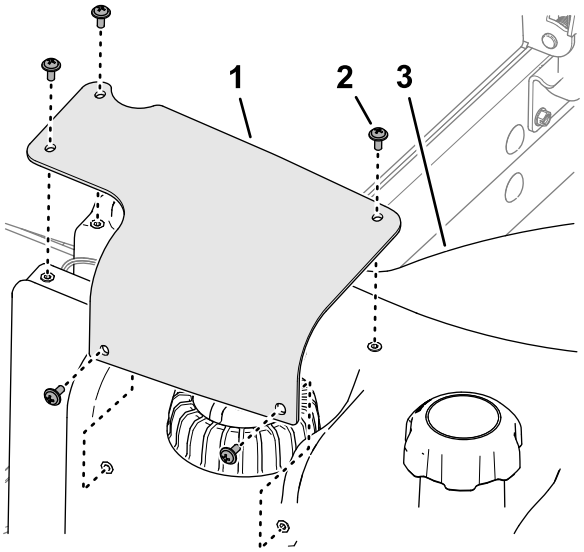

Figuur 87
2. Verwijder de 5 kruiskopschroeven waarmee de kap van de brandstofsensor is bevestigd aan de brandstoftank, en verwijder de kap (Figuur 87).